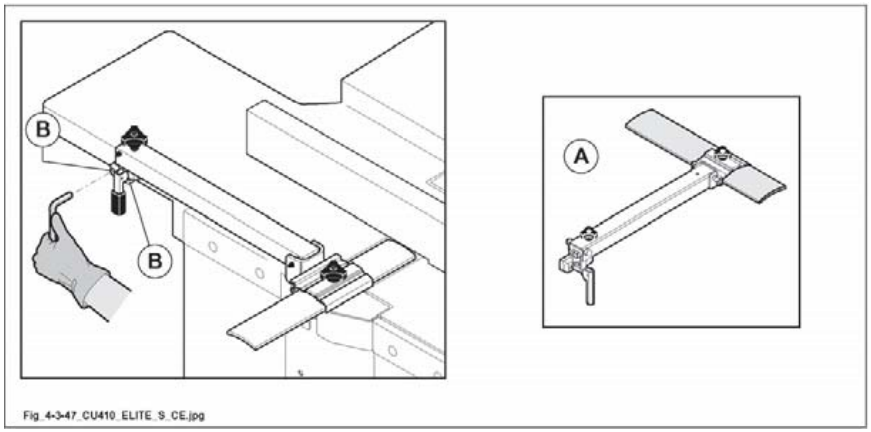

Abb. 4.3-47
Aus Transportgründen wird die Brücke (A, Abb. 4.3-47) ausgebaut.
1) schutzvorrichtung (A, Abb. 4.3-47), wie auf der Abbildung, aufsetzen.
2) Befestigungsschraube (B, Abb. 4.3-47) anziehen.